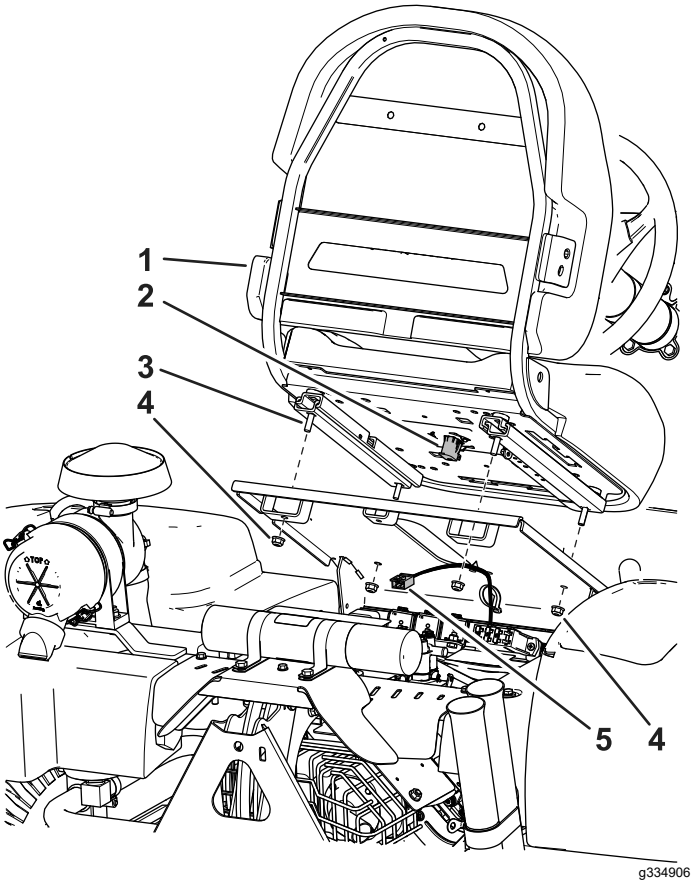

Figuur 4
3. Bevestig de stoel aan de stoelbasis met de 4 eerder verwijderde moeren; zie Figuur 4.
4. Zoek de kabelboom van de machine en sluit deze aan op de stoelschakelaar (Figuur 4).